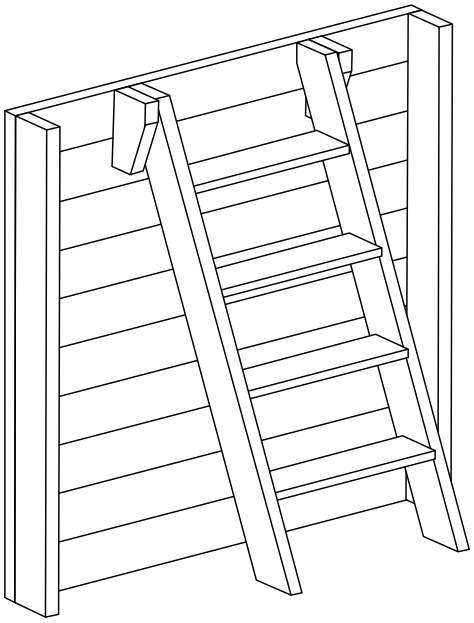

Fig. 12/ Abb. 12 / Afb. 12
• Cut the supports of the ladder checking the dimensions as shown in figure 11 at the bottom part of the stepladder support and saw off the part you do not need. • Assemble the stepladder and position it as shown in figure 12.
• Recoupez les limons de l'échelle en reportant la dimension a figure 11 au bas du limon de l'échelle et sciez la partie a extraire. • Assemblez l'échelle et placez-la conformément à la figure 12.
• Beschneiden Sie die Treppenwangen unter Beachtung der Maße Abb. 11 im unteren Teil de Treppenwange und sägen Sie den Teil, den Sie entfernen möchten, ab. • Bauen Sie die Treppe zusammen und platzieren Sie sie wie in Abb. 12.
• Monteer de trap en plaats hem zoals aangegeven op afbeelding 12.